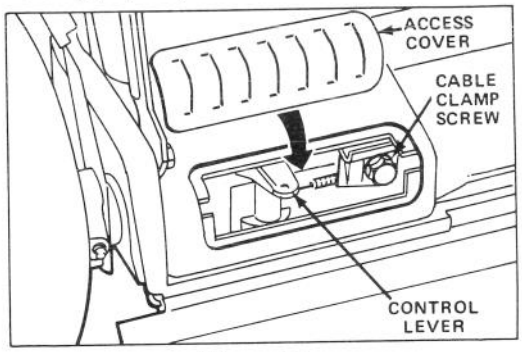

Figure 25
2. Remove access cover from rear of mower housing (Fig. 25).
4. ADJUSTMENT (Fig. 25) – Loosen cable clamp screw until cable conduit slides. Push shift lever toward cable clamp screw. Push cable to the right to remove slack and tighten clamp screw.